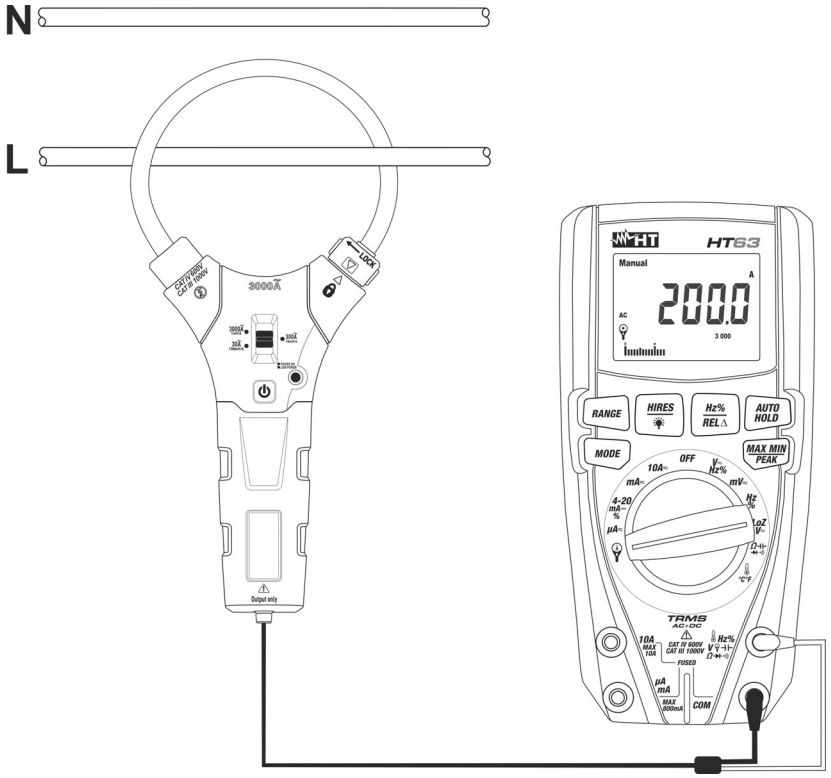

Fig. 12: Utilisation pour mesure de courant DC/AC avec transducteur à pince
5. Insérer le câble dans la mâchoire (voir Fig. 12). La valeur du courant apparaît sur l'écran